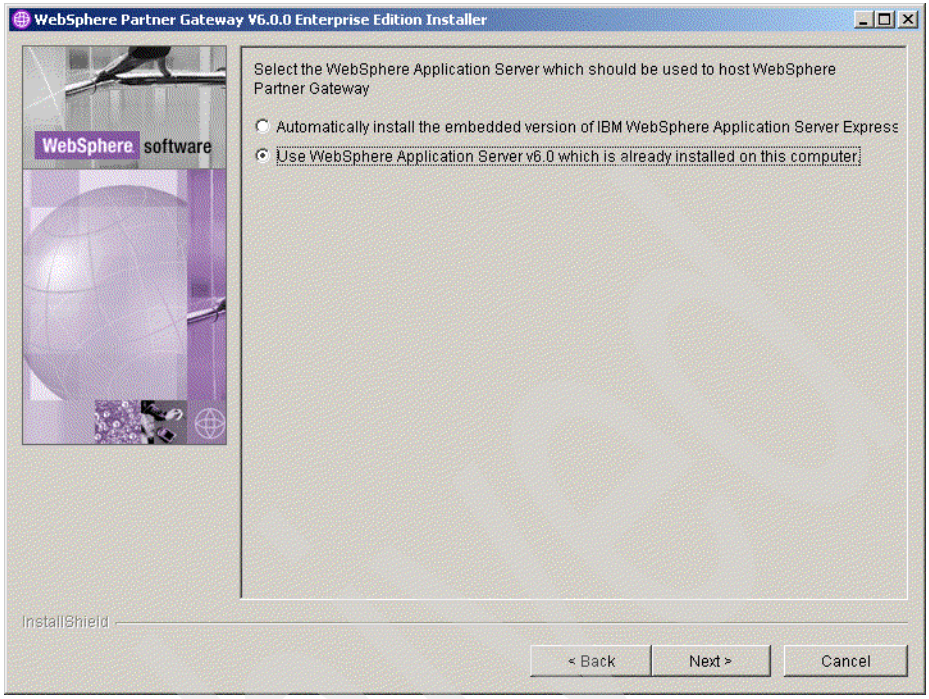

Figure 5-30 Use existing WebSphere Application Server installation
7. Select the option **Use WebSphere Application Server v6.0 which is already installed on this Computer** as shown in the Figure 5-30 on page 90. Click **Next.**